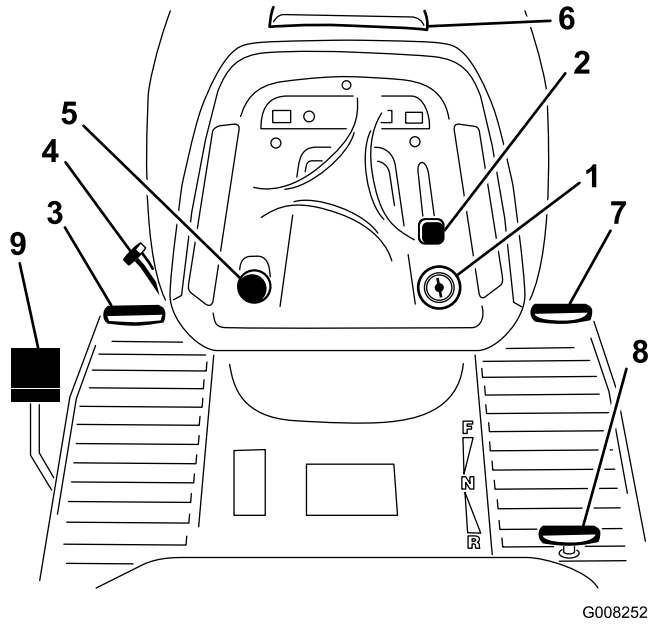

Figur 3
Bekanta dig med alla reglage (Figur 3) innan du startar motorn och kör maskinen.
1. Tryck ner bromspedalen (Figur 3) och håll den nere.
2. Vrid parkeringsbromsspaken (Figur 3) moturs och ta gradvis bort foten från bromspedalen.
1. Tryck ner bromspedalen (Figur 3).